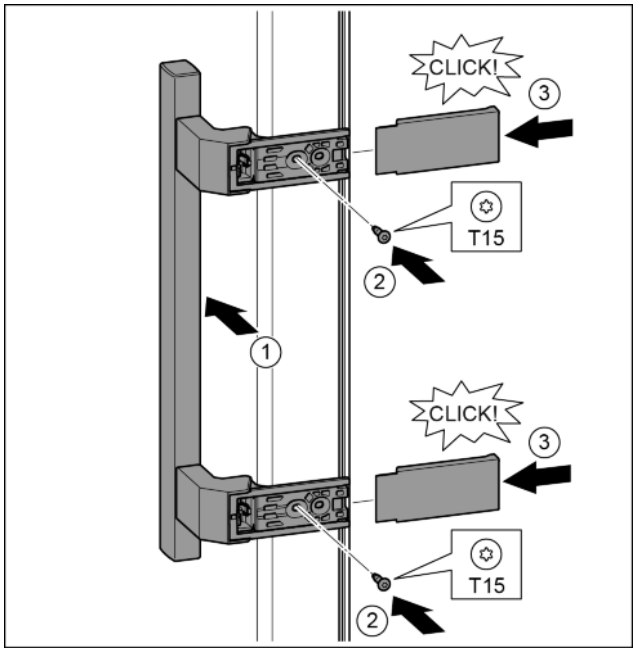

*Fig. 22*
- ▶ Position the handle on the other side. *Fig. 22 (1)*
- ▶ Tighten the screws with the T15 screwdriver. *Fig. 22 (2)*
- ▶ Position the covers on the side and push in. *Fig. 22 (3)*